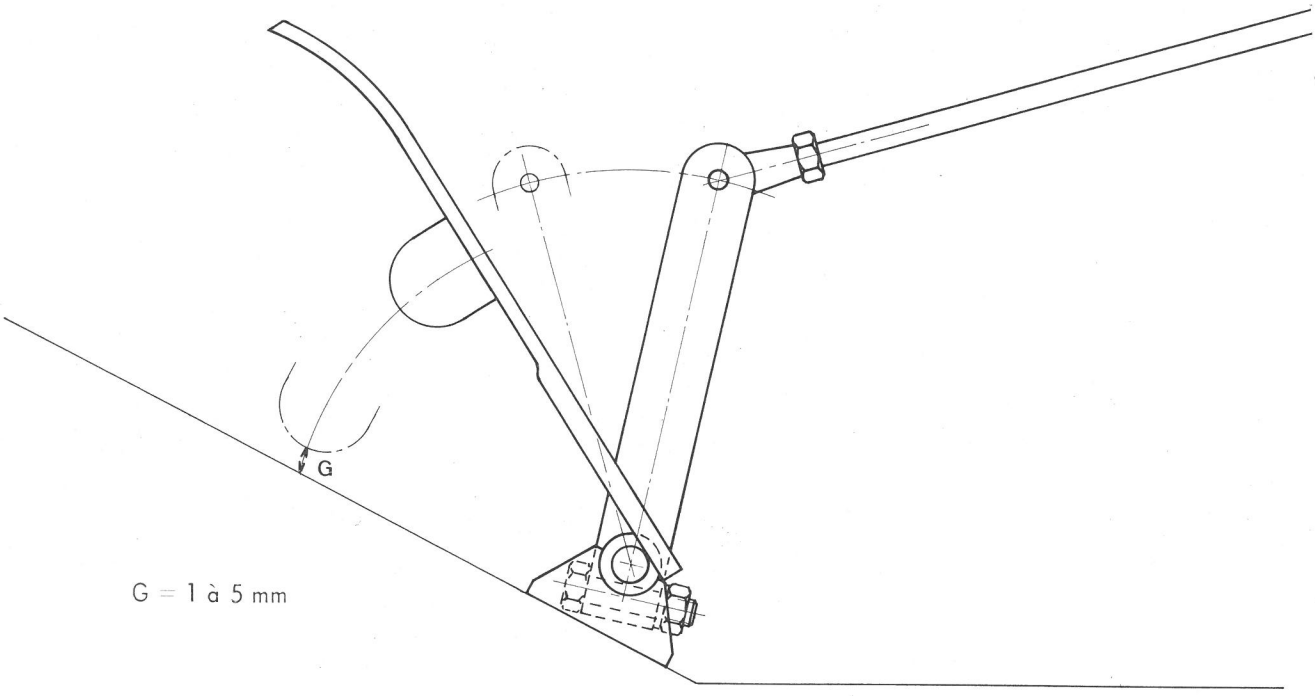

Fig. 2: Réglage garantie pédale
**2. Garantie entre plancher amovible et pédale d'accélérateur** (voir figure 2) :